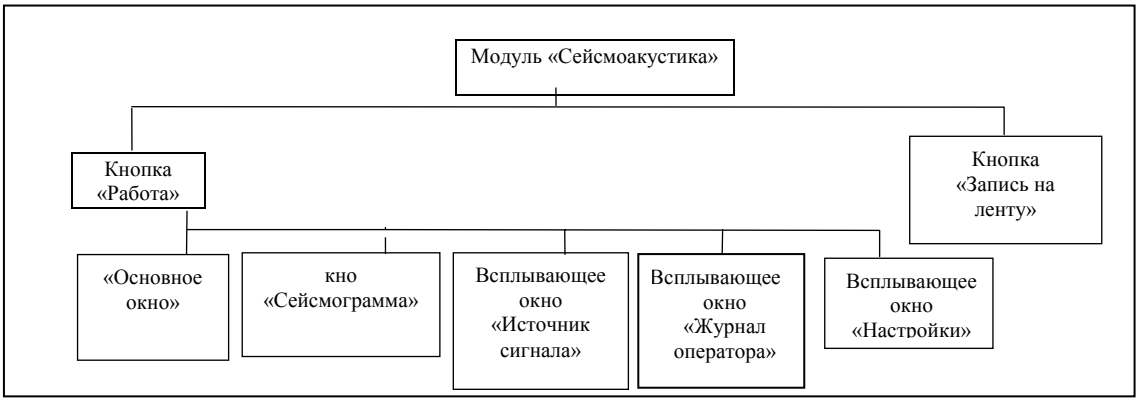

Рис.4.5
4.4.1 С помощью модуля (рис. 4.5) осуществляются все основные операции по управлению станцией в режиме «Сейсмоакустика». Вызов модуля осуществляется нажатием на кнопку «Сейсмоакустика» на панели управления главного окна программы.